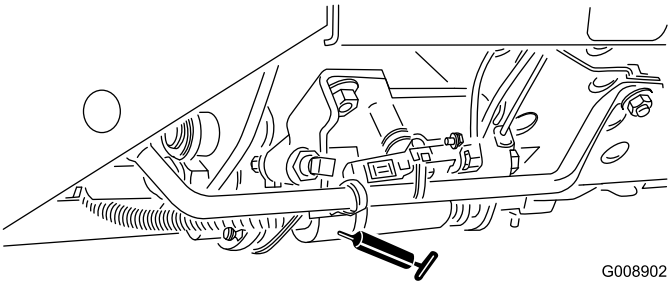

Figura 55
- Mando segar/transportar (Figura 55)